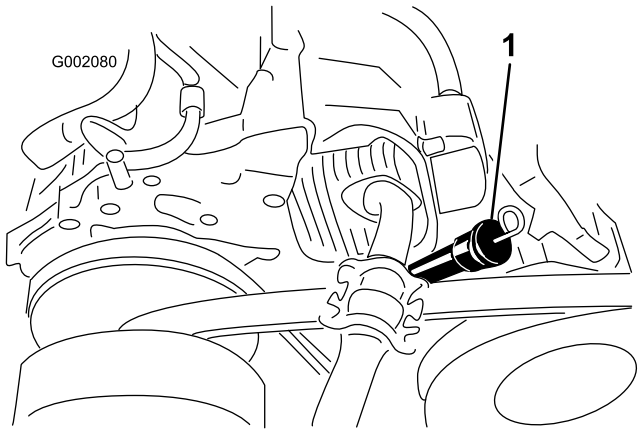

Figure 10
2. Clean around the oil dipstick (Figure 10 for model numbers 07266/TC andFigure 11 for model numbers 07273/TC) so dirt cannot fall into the hole and damage the engine.